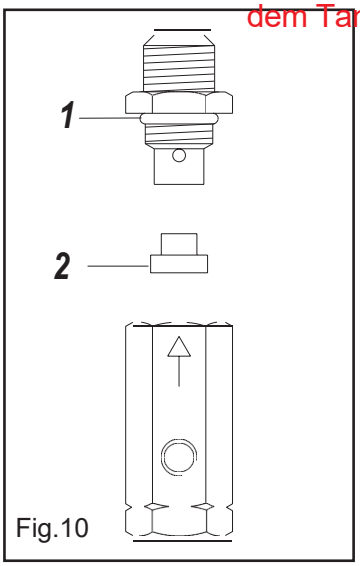

Fig.10
- d) La valvola di non ritorno perde. Smontare il tubo flessibile per verificare se fuoriesce aria dalla valvola. Se ciò avviene, svitare il tappo della valvola (Fig.10 pos. 1), pulire accuratamente il tappino in gomma (pos. 2) e la sua sede con un panno asciutto e rimontare il tutto con estrema cura . Nel caso la perdita permanga, sostituire l' intera valvola.
- d) Undichtigkeit am Rückschlagventil. Das flexible Druckrohr muss vom Rückschlagventil abgenommen werden. Bitte prüfen Sie, ob aus dem Lufttank durch das Ventil entweicht. Wenn es passiert, den Ventilpfropfen losschrauben (Abb. 10 Nr. 1), und den Gummipfropfen (Abb. 10 Nr. 2) und seinen Sitz mit einem trockenen Tuch genau saubermachen. Ist das Ventil undicht, muss dieses anwechselt werden.